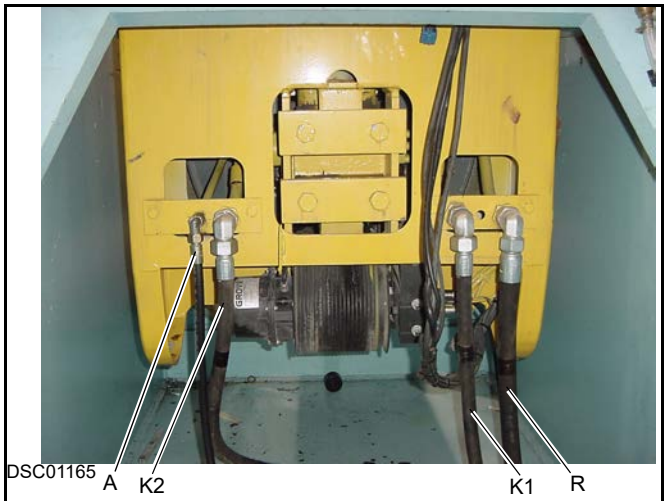

FIGURA 4-43
5. Conecte las mangueras de suministro de aire/hidráulicas a las lumbreras A, R, K1 y K2 del bloque de válvulas del extremo de la varilla (Figura 4-43).